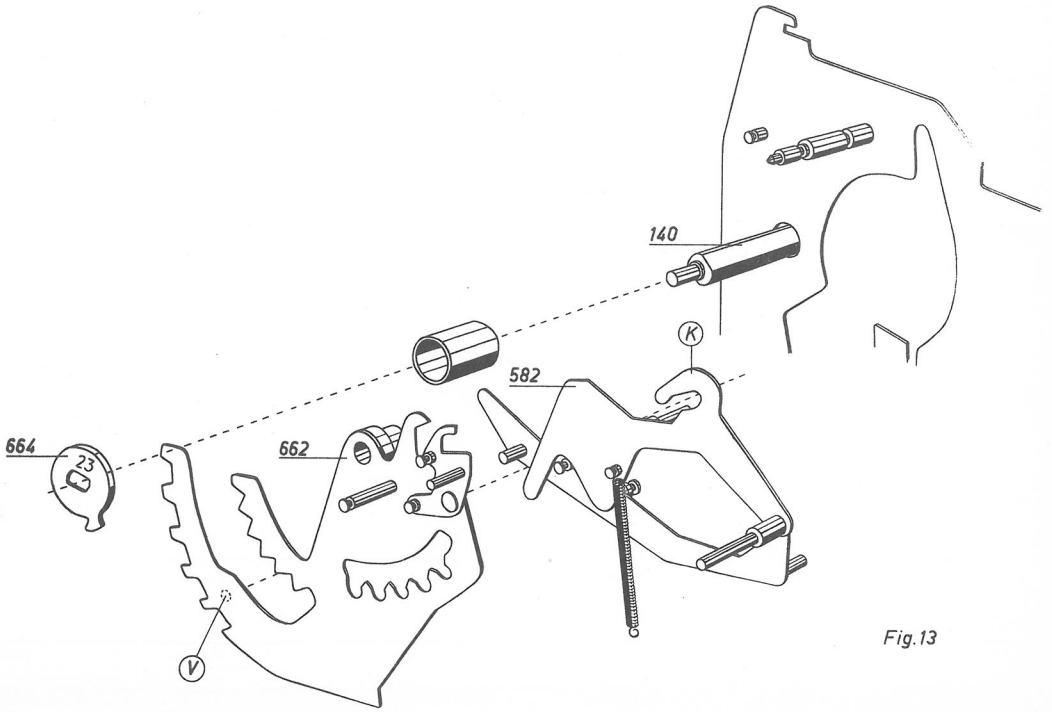
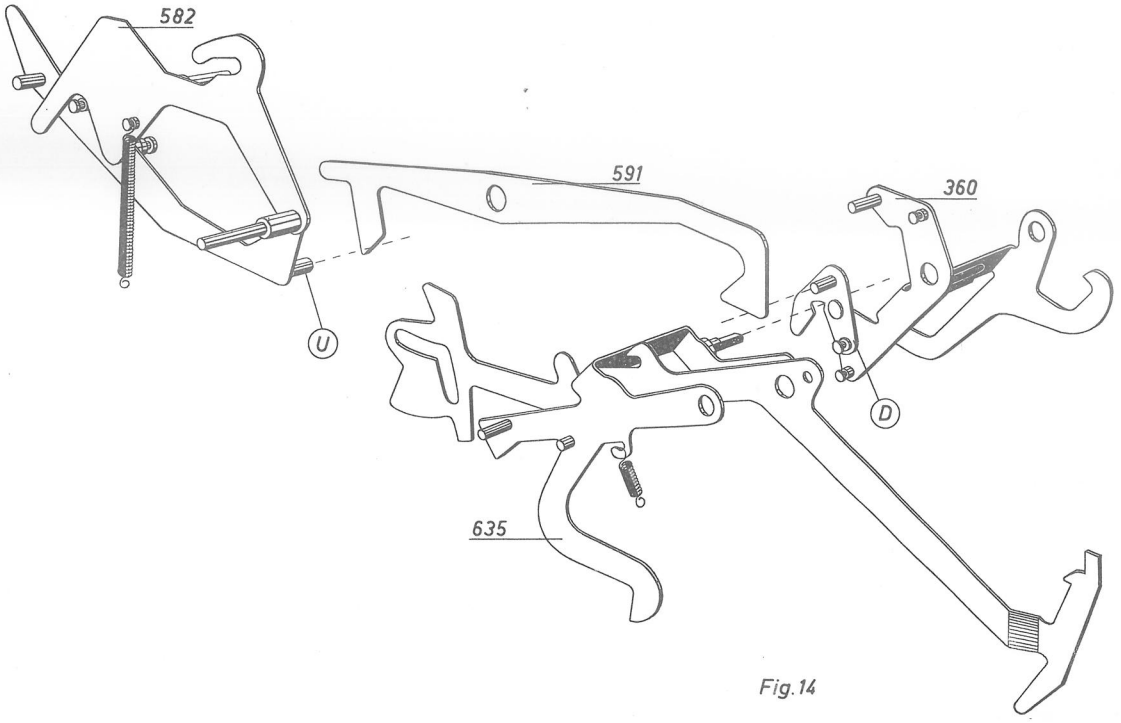

Fig.13
Fig.14
Jeweils in der zweiten Hälfte der M-Umdrehungen greift die Rückschaltkurve (664,Fig.13) in die untere Zahnreihe des Registriersegmentes ein und führt dieses Zahn um Zahn in seine Ausgangslage zurück.
Kurz bevor das Registriersegment (662) seine Normallage erreicht hat,greift der Zapfen V (Fig.13) wieder in den Haken K ein und drückt auch den Sperrhebel (582) in seine Ausgangslage zurück, wobei dieser mit seinem Zapfen U (Fig.14) den hinteren Teil des Startauskupplers (591) anhebt. Der vordere Teil des Startauskupplers schwenkt dabei den beweglichen Haken D(Fig.14) so,dass dieser vom Zapfen der Startbrücke(635,Fig.14) freikommt